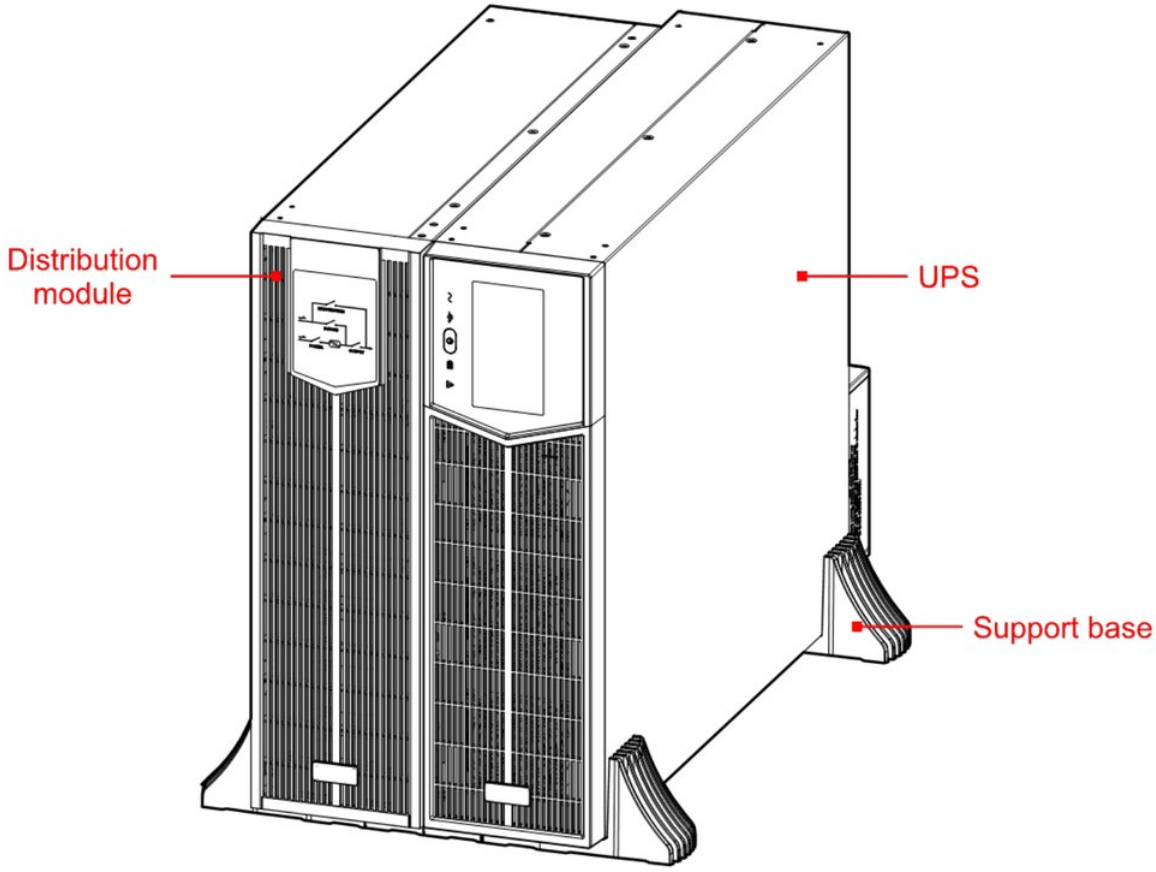

FIGURA 3-5 Posa dell'UPS e del modulo di distribuzione
2. Appoggiare l'UPS e il modulo di distribuzione sulla base assemblata, come mostra la Figura 3-5.